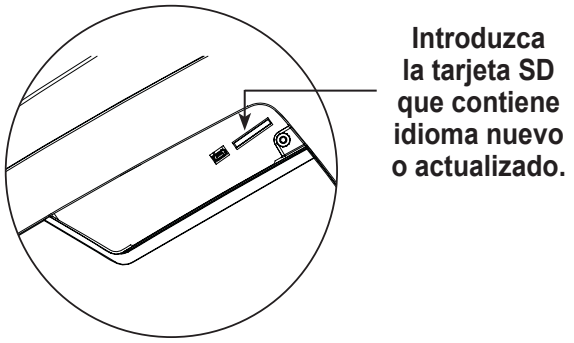

Figura 7
3. Introduzca la tarjeta SD que contiene los datos del idioma en el panel lateral de la máquina. Consulte Figura 7.